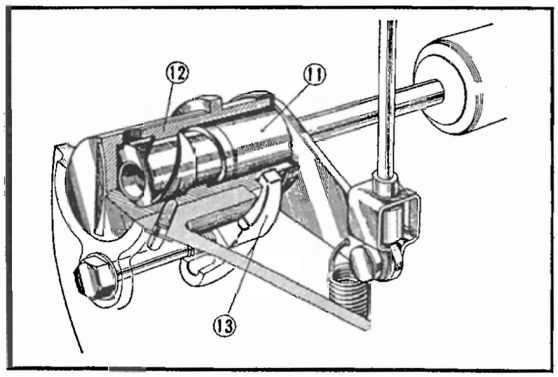

Fig. 3.81 Clutch adjusting mechanism
Clutch adjustment is made by loosening the clutch adjuster fixing piece lock bolt ⑬ and turning the clutch adjuster ⑫. **(Fig. 3.81)**